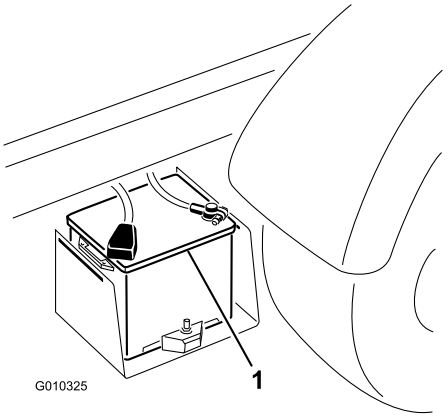

**Figur 6**
5. Når batteriet er opladet, tages opladeren ud af stikkontakten og frakobles batteripolerne (Figur 6).